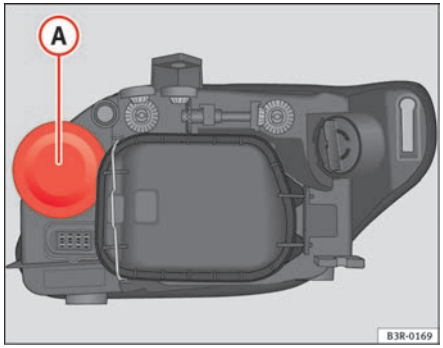

Fig. 214 Turn signal
- Pull the rubber cap ⇒ fig. 214 to remove it.